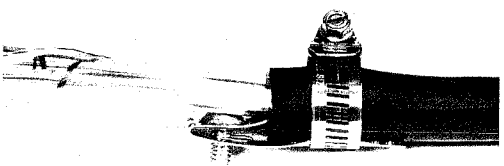

Fig. 4 — Bonding Arrangement Completed
4.09 Place a Sealing Clamp over the Sheath, Z Bond Clamp, and Inner Sheath Clamp so that the gearhousing of the Sealing Clamp is directly on top of the ears of the Inner Sheath Clamp. Tighten securely. (See Fig. 4).